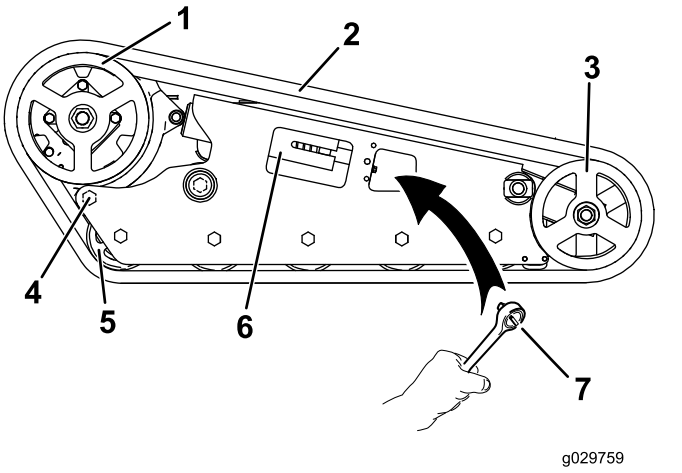

Рисунок 65
5. Используя ключ с храповым механизмом на ½ дюйма, ослабьте натяжение привода, вращая натяжной винт по часовой стрелке (Рисунок 59 и Рисунок 65).
6. Ослабьте задний болт, расположенный возле ведущего колеса (Рисунок 65).